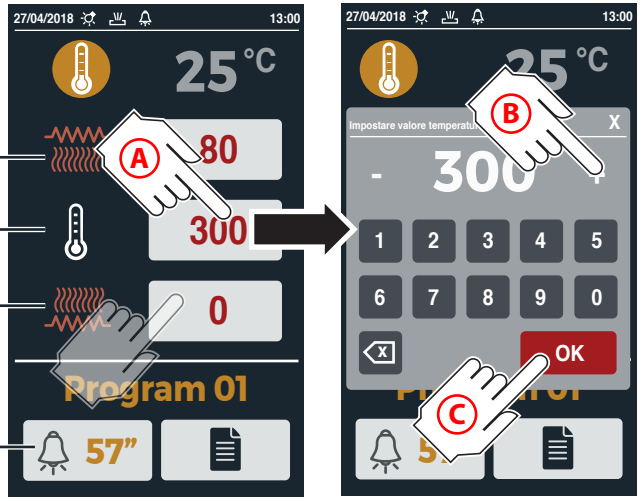

Abb. 16
*Diese Werte können* **vorübergehend** *geändert werden, indem die Taste wie üblich betätigt werden (siehe ▶ Abb. 16) oder* **permanent** *durch Änderung ihrer Parameter, wie erklärt auf Seite 21.*
**Verwendung eines bereits abgespeicherten Rezepts** ▶ Abb. 16